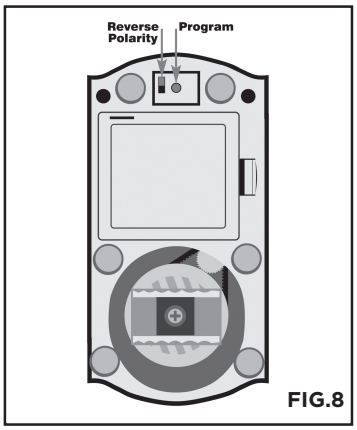

FIG.8
STEP 2. Press and hold the program button for two seconds **(FIG. 8)**, The red light on the front of the unit will turn red.
2. Change the polarity switch (FIG.8)